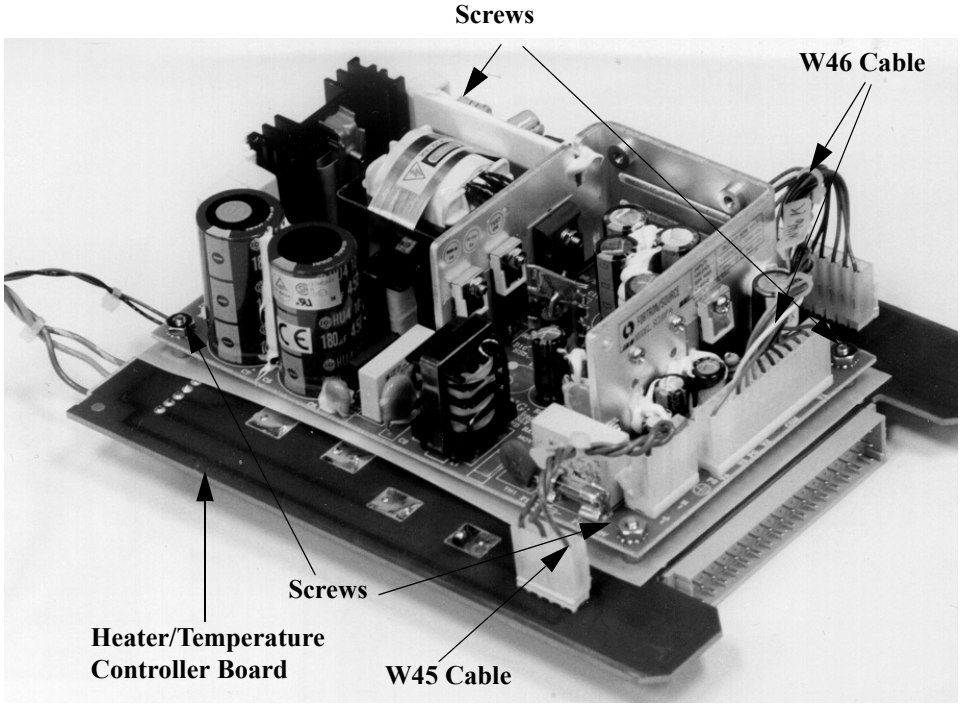

Figure 4.41 Heater & Low Voltage Power Supply Assembly, Screw Locations
2. Remove the four screws that attach the Heater/Temperature Controller Board to the Low Voltage Power Supply Board (Figure 4.41) using a Phillips-head screwdriver. This will also release the four spacers.